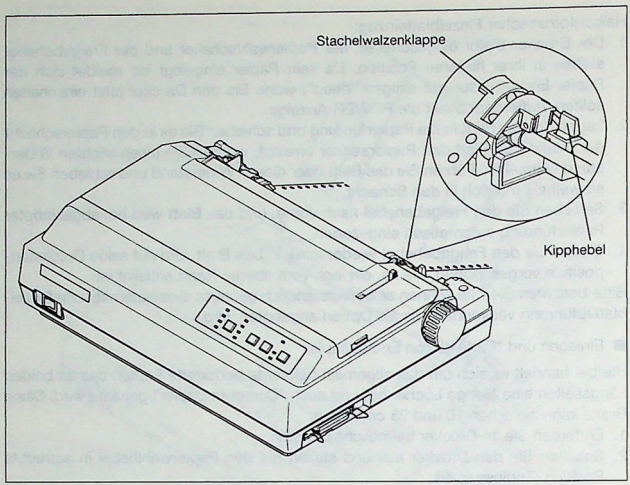

**Abb. 2.5** Führen Sie das Endlospapier über die Stachelwalzen.
6. Öffnen Sie die Traktorwalzenklappen der rechten und linken Stachelwalze; siehe Abbildung 2.5.